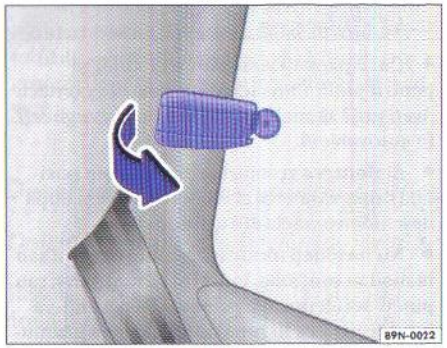

Fig. 17 Maneta de deblocare a ferestrei de ventilație mecanice
– Trageți maneta ⇒ fig. 17 în sensul indicat de săgeată în față și apăsați simultan în exterior, până se blochează. Maneta se blochează când fereastra este deschisă complet sau pe jumătate.